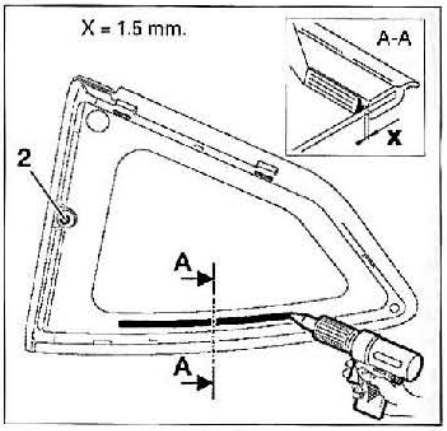

FIG. 62
• Aplicar un cordón de cola en la custodia, como en la foto **(fig. 62).**